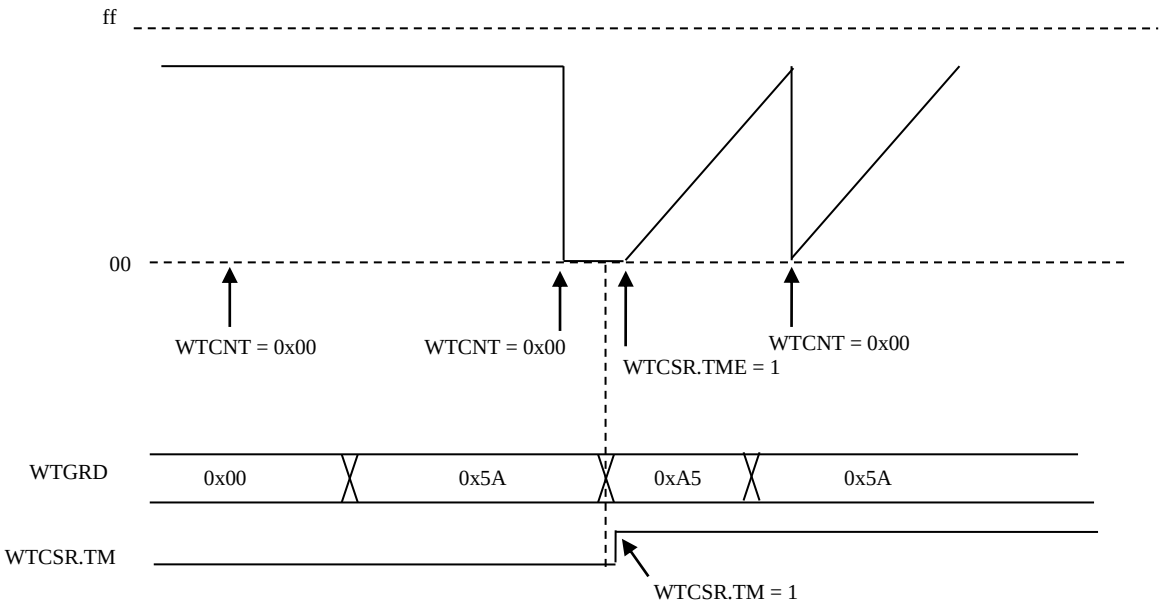

図 16-6　WTCNT レジスタと WTCSR レジスタへのライト
- WTGRD レジスタに 0x5A をライトしてから、WTCNT レジスタにライトしてください。図 16-6 に、WTCNT レジスタに 0x00 をライトする場合を示します。
- WTGRD レジスタに 0xA5 をライトしてから、WTCSR レジスタにライトしてください。図 16-6 に、WTCSR.TM ビットと WTCSR.TME ビットに 1 をライトする場合を示します。